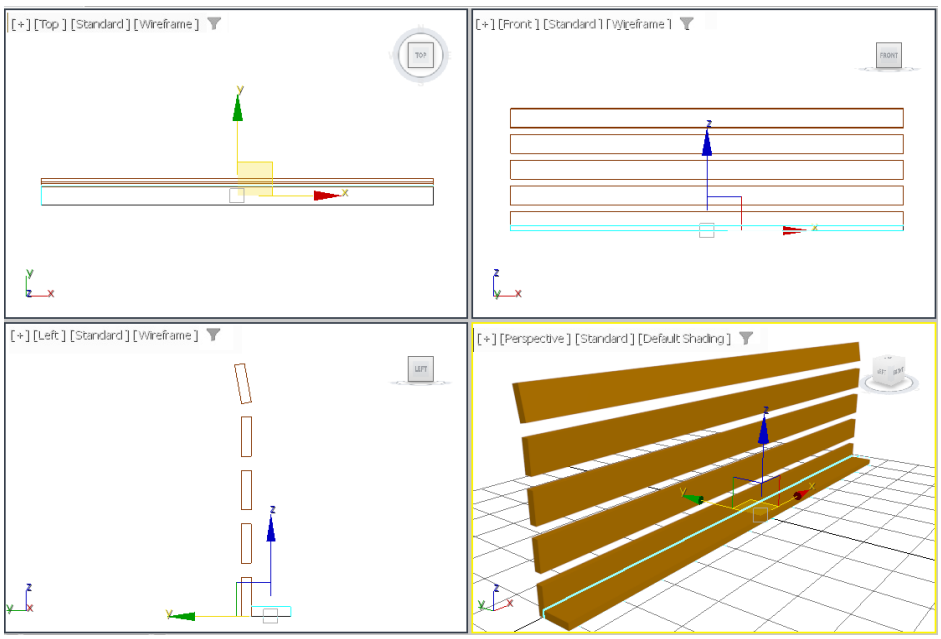

Figure 2-74 *Alignment of horizontal seat support001 in viewports*
6. Choose the **Select and Move** tool from the **Main Toolbar** and align *horizontal seat support001* with *horizontal back support* in the viewports, refer to Figure 2-74.